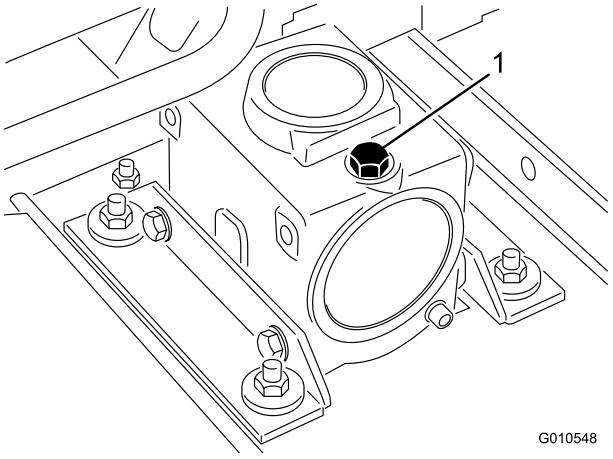

Figuur 13
2. Verwijder de peilstok/vulplug op de bovenkant van de tandwielkast (Figuur 13) en controleer of het peil van de tandwielolie tussen de merktekens op de peilstok staat. Als het oliepeil te laag is, vult u voldoende olie bij totdat het peil tussen de markeringen op de peilstok staat.